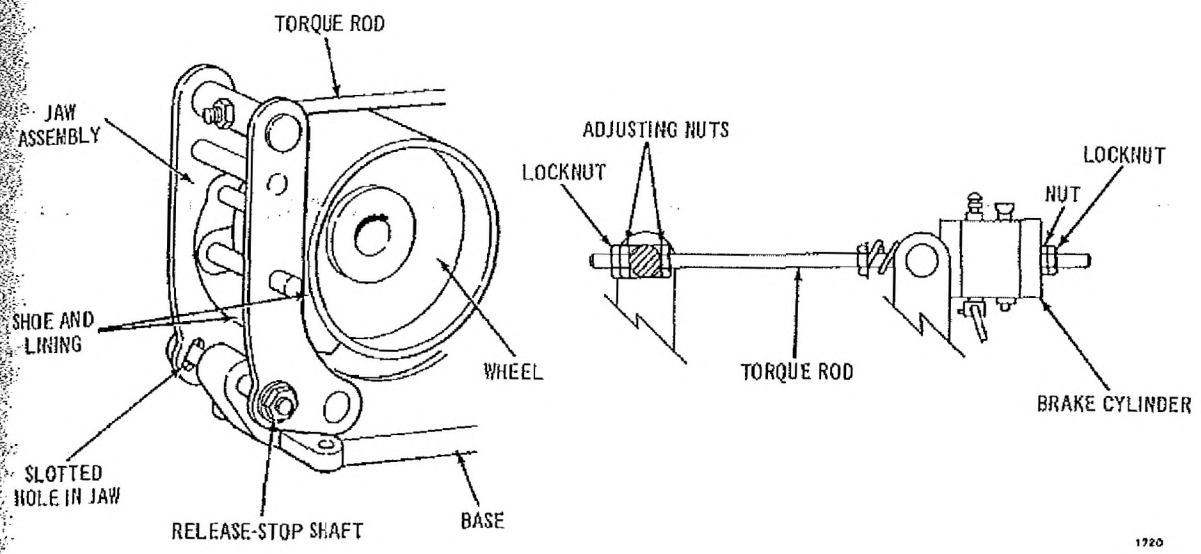

Figure 9-6. DH Shoe Brake Adjustment
DH BRAKE ADJUSTMENT. The DH brake is self-adjusting and does not require any adjustments during normal operation. However, the brake must be adjusted whenever it has been disassembled. Adjust the brake as follows: (See Figure 9-6.)
1. Remove the locknut and adjusting nut. Swing the brake jaws outward and disengage the torque rod. See Figure 9-6.